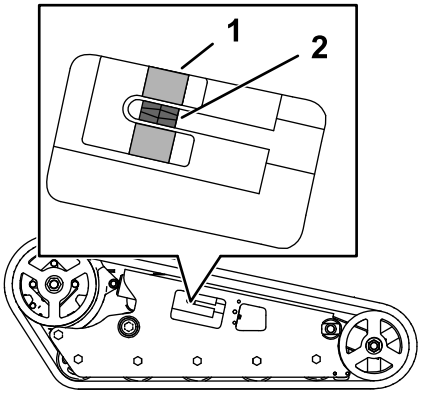

Rysunek 58
Upewnij się, że blok napinający znajduje się równo z zieloną wskazówką na naklejce lub w odległości 1,3 cm od końca prowadnicy rury napinającej (Rysunek 58).
4. Używając klucza grzechotkowego z zabierakiem ½ cala obracaj śrubę napinającą, aż blok napinający zrówna się z zieloną wskazówką na naklejce lub znajdzie się w odległości 1,3 cm od tylnej krawędzi rury napinacza (Rysunek 58).
8. Upewnij się, że dla każdej z gąsienic blok napinający zrówna się z zielonym zakresem na etykiecie lub znajdzie się w odległości 1,3 cm od końca rury napinającej (Rysunek 58). W razie potrzeby wyreguluj.